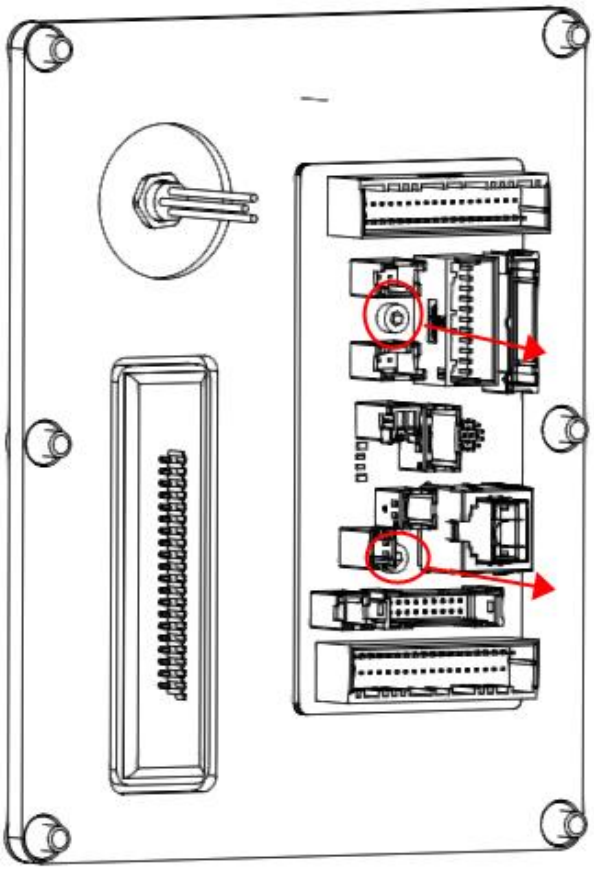

Figure 4-10 IO free distribution PCBA disassembly diagram
**Step 4** Use a No. 2.5 wrench to loosen and remove the fixing screws on the IO free distribution PCBA, as shown in Figure 4-10.